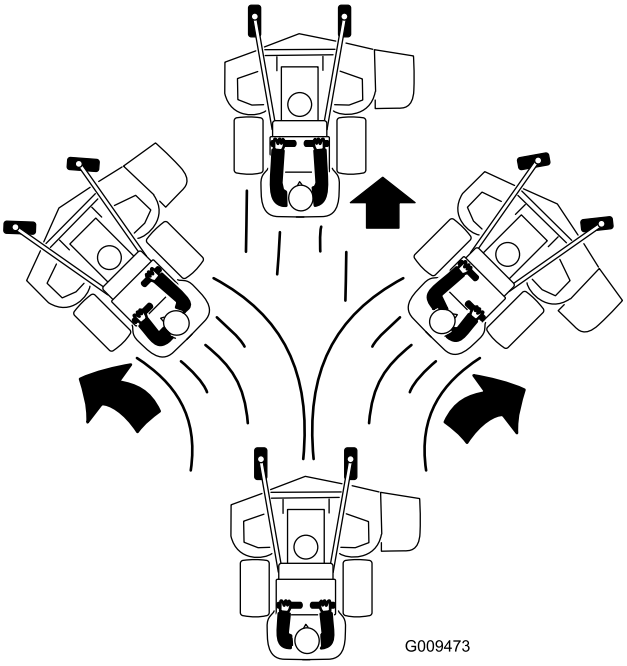

Figur 23
4. Skub bevægelseshåndtagene langsomt fremad (Figur 23).